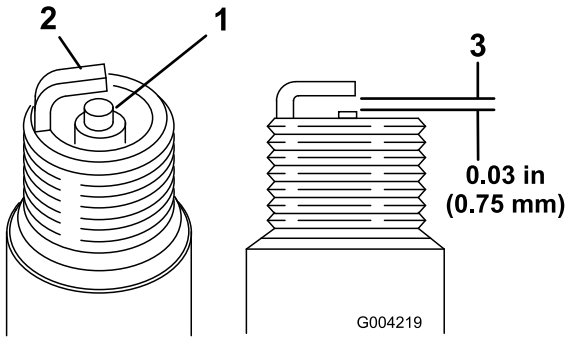

Figur 50
1. Se på midten av begge tennpluggene (Figur 50). Hvis du ser en lysebrun eller grå farge på isolatoren, fungerer motoren som den skal. Et svart belegg på isolatoren betyr som regel at luftrenseren er skitten.
2. Sjekk avstanden mellom elektroden i midten og elektroden på siden (Figur 50).
3. Bøy elektroden på siden (Figur 50) hvis avstanden er feil.